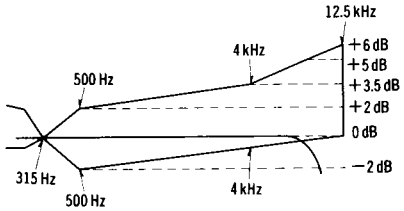
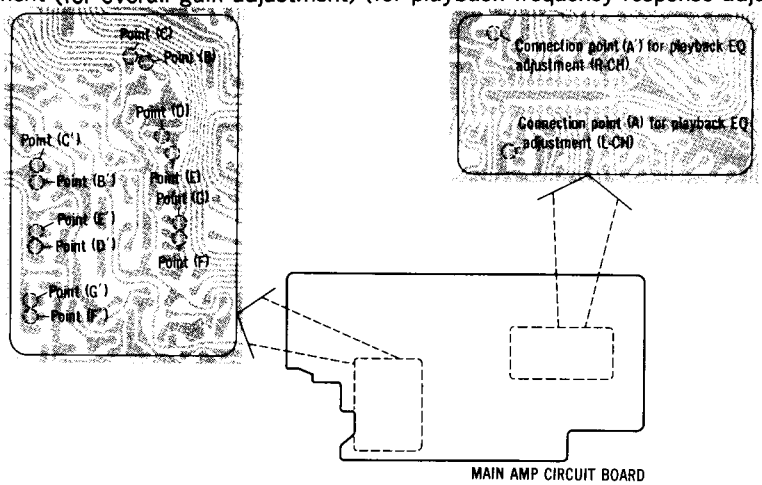

Fig. 15
Fig. 16
If the measured value decreases at high frequency range, as shown in fig. 15, P.C.B. connection points (A) (L-CH) and (A') (R-CH) should be shorted. (Fig. 16)
15. Adjust overall gain by short-circuiting or opening the point on the printed pattern in fig. 16, so that each positions approach their standard values.